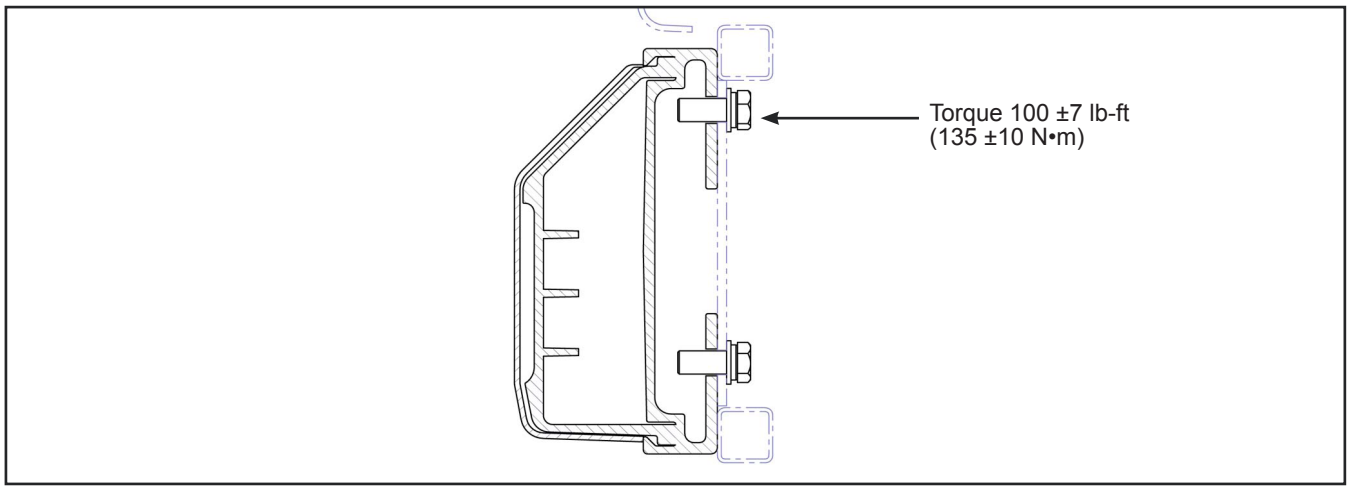

Figure 12 - Rear Bumper Torque
1.38. Install the rear bumper with the retained hardware and tighten to the torque specified in Figure 12.❖